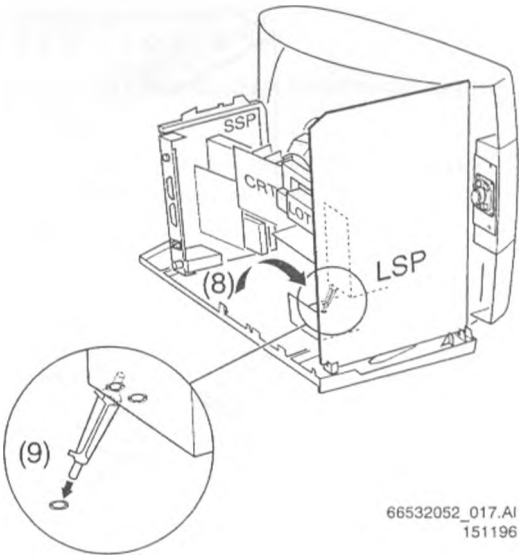

Abb. 4.5
Kontaktseite der KSP und GSP *ohne Tisch/Arbeitstisch* (Abbildung 4.5)
5. Die GSP in die senkrechte Position bringen (Abbildung 4.5), so daß die Kontaktseite nach rechts und der LOT nach oben zeigt (8). Für diese Position sind besondere Nuten in der Bodenplatte des Gehäuses vorgesehen.
6. Die GSP in dieser Position fixieren. Dazu den Service-Pin zwischen die GSP (Kühlkörper) und die Bodenplatte (9) bringen. Im Kühlkörper und in der Bodenplatte befinden sich spezielle Bohrungen zur Aufnahme des Service-Pins.